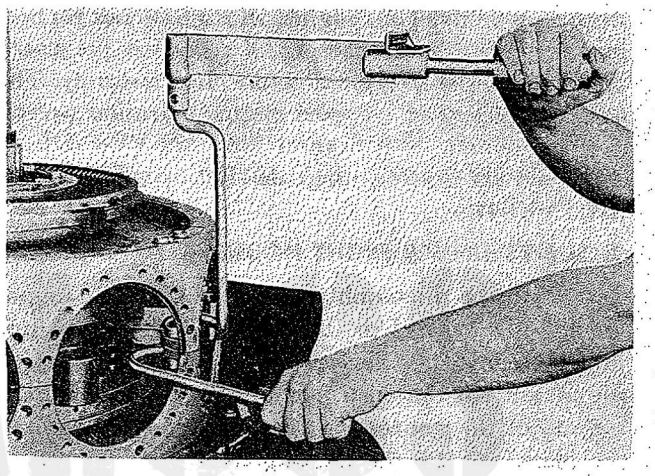

Figure 227—Tightening Crankcase Internal Attaching Nuts
d. Install the new oil seal rings over the oil passage dowels. Install the crankcase front main section and cam drive gear assembly over the crankshaft front extension, locating the proper cylinder pads and insuring that the oil dowels are lined up. Make certain that the rings are in their proper position. Insert the crankcase main section internal attaching bolts and nuts. Using a torque wrench, tighten the nuts to the required torque value and insert cotter pins. Refer to the Table of Limits in Section XII. Refer to Figure 227. After tightening the main crankcase attaching bolts and nuts, cut off the seals flush with the side of the crankcase.